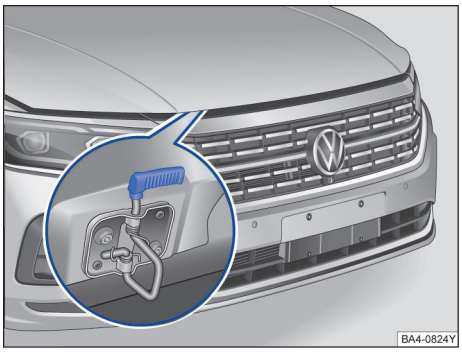

图 195 散热器格栅上方用于打开发动机舱盖的分离杆
– 沿箭头上提开启拉手 ，抬起发动机舱盖并将其打开→图 195→⚠